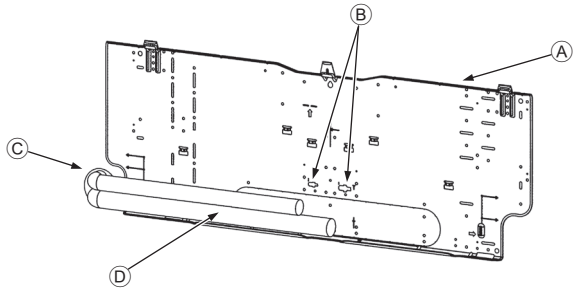

Fig. 3-5
3.3. Ved innlegging av rør i veggen (Fig. 3-5)
- Ⓐ Festebord ①